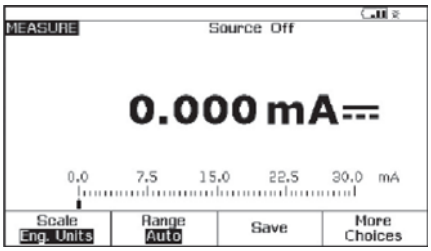

图 2.
3. 完成连接后，从 DPC 的上电状态(或测量屏幕)开始，选择“mA”按钮，测量毫安(图 2)。